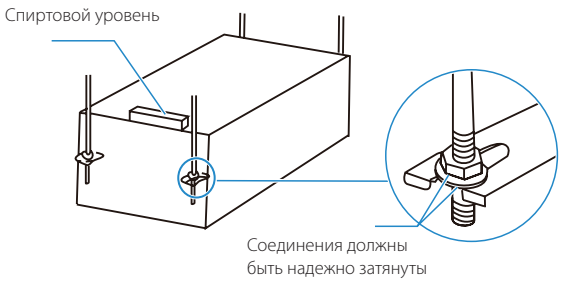

Рис. 2
3. С помощью спиртового уровня убедитесь в том, что корпус блока расположен горизонтально в поперечном направлении, как показано на рис. 2.